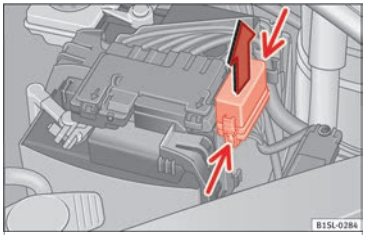

Fig. 83 In the engine compartment: fuse box cover.
- Press the attachment tabs in the direction indicated by the arrow (thin arrows) to release the fuse box cover ››› **Fig. 83**.